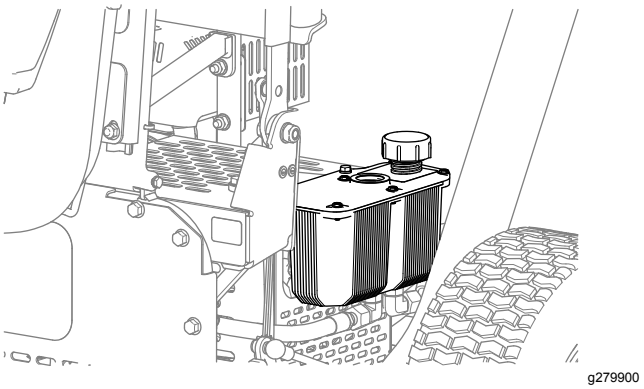

**Figura 38**
2. Retire a tampa do reservatório hidráulico (Figura 38).
4. Em seguida, volte a montar a tampa do reservatório (Figura 38).